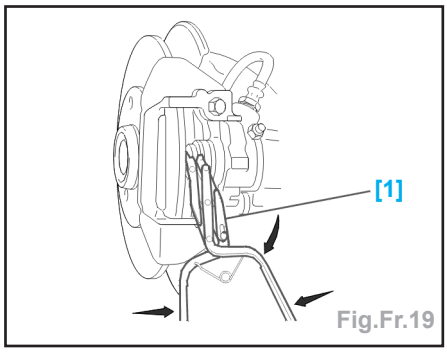

Fig.Fr.19
- Nettoyer soigneusement le pourtour du piston (3), l'étrier (6), le disque de frein à l'aide d'un solvant approprié (Type **HENKEL**).
- Tourner et pousser à fond le piston dans son logement (à l'aide de l'outil [1] (Pince de type **FACOM D60A**)) (Fig. Fr.19).